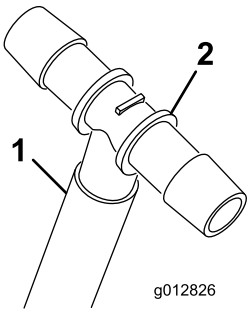

Rysunek 16
A. Załóż obejmę na przewód krótki, a następnie do jego końcówki włóż trójnik (Rysunek 16).